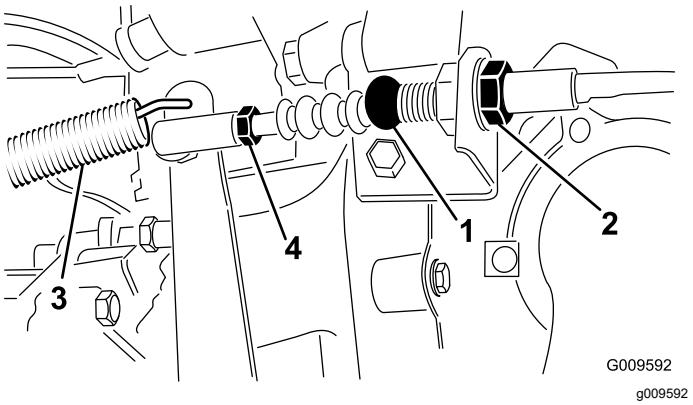

Figur 68
1. Løsne på låsemutterne som fester clutchkabelen til braketten på klokkehuset (Figur 68).